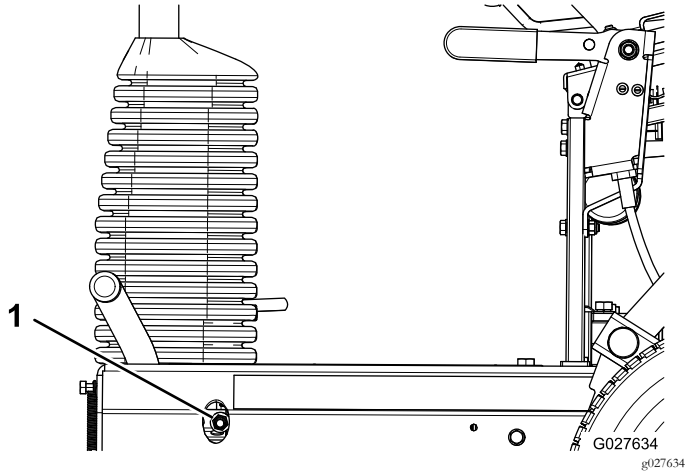

**Figur 38**
- Stram bremselåsemutteren (Figur 38) for å øke bremsekraften.
- Løsne bremselåsemutteren (Figur 38) for å redusere bremsekraften.